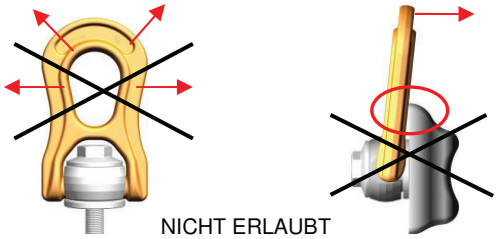

Bild 2
- - Bei Anliegen an Kanten oder Flächen lt. Bild 2